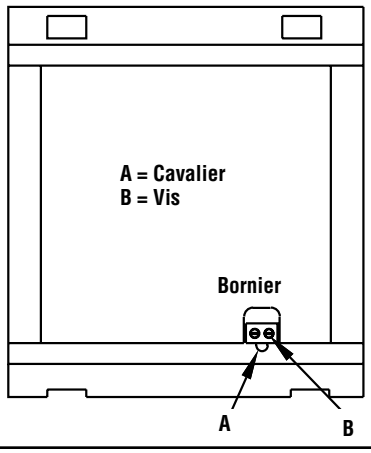

Figure 13
1. Débrancher le poêle encastrable de la prise électrique. Ouvrir la porte latérale droite et soulever le panneau de commande de ses supports. Localiser le bornier vert clair en bas et à l'arrière du panneau de commande (voir ***figure 13***) ; desserrer les deux vis B à l'arrière du bornier et retirer le cavalier en U (A) sortant du bornier.